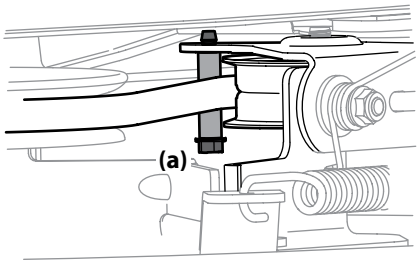

Figura 4-11
6. Extraiga el guardacorrea (plataformas de 30" solamente) extrayendo el perno hexagonal (a) que la sujeta. Consulte la Figura 4-11.